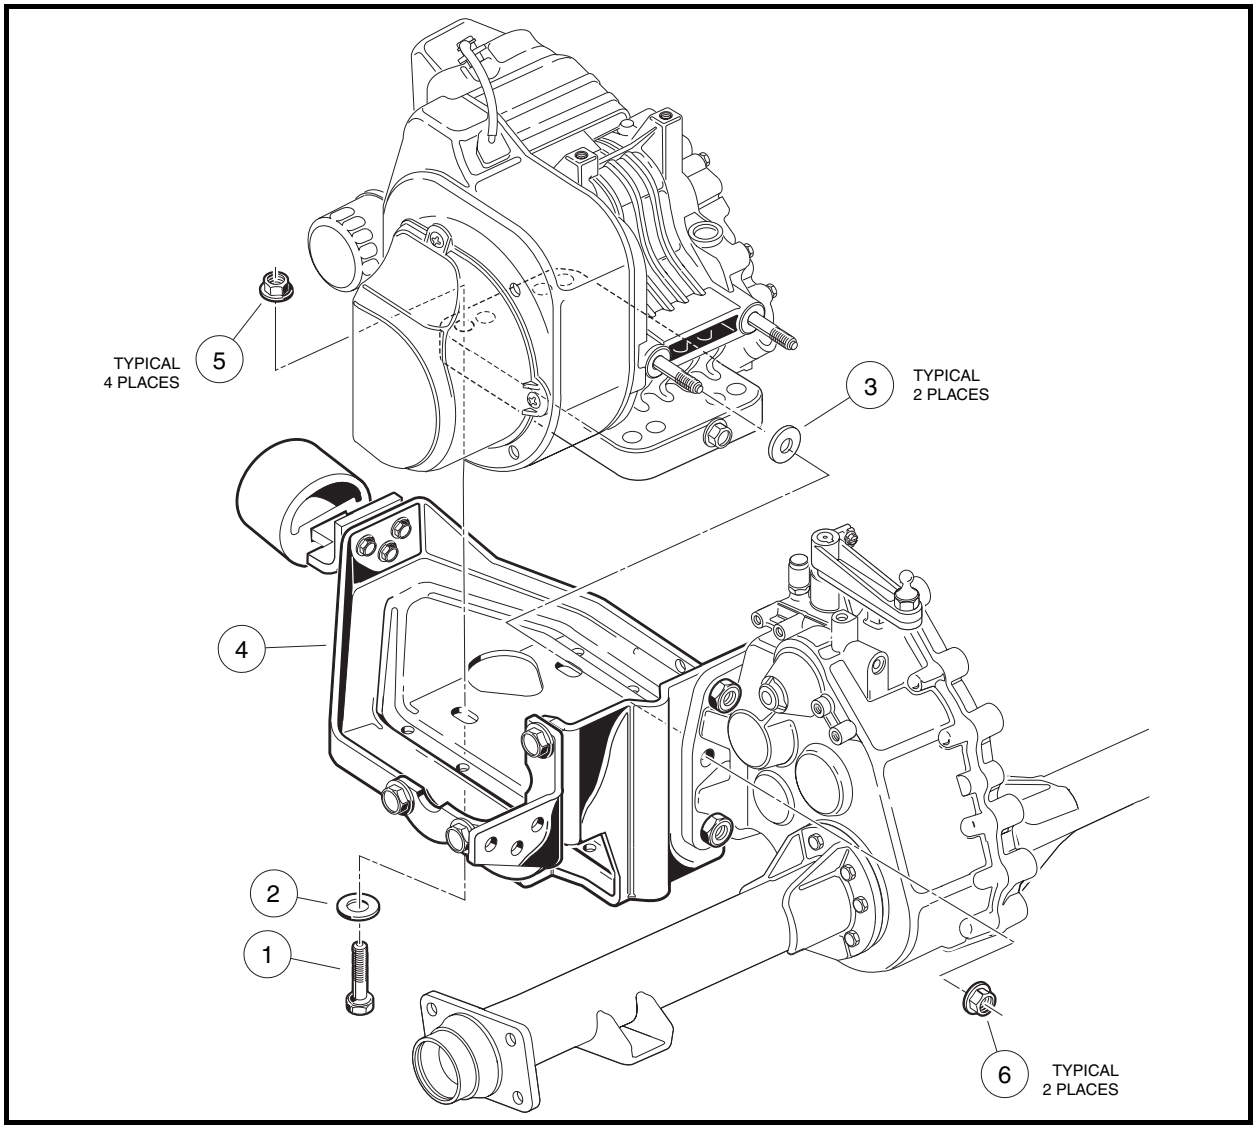

Figure 13-2 Engine Mounting Plate
6. Remove engine mounting hardware (items 1, 2, 5 and 6) **(Figure 13-2, Page 13-5)**.
1. Place engine onto engine mounting plate and tighten the mounting hardware (1, 2 and 5) to 13 ft-lb (17.7 N·m). Tighten nuts (6) to 17 ft-lb (23.1 N·m) **(Figure 13-2, Page 13-5)**.